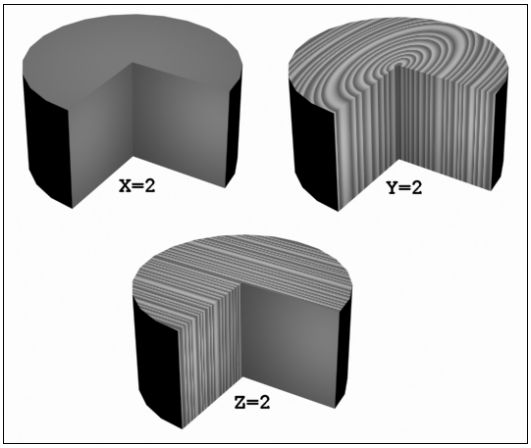

Fig.9.59
- **Recouvrement** : permet de contrôler la complexité, ou « distorsion », du grain (fig.9.59). Lorsque vous augmentez la valeur de ce paramètre pour un axe donné, le grain se comprime et ondule davantage le long de cet axe. Valeur par défaut = 1.0 (axes des X, des Y et des Z).